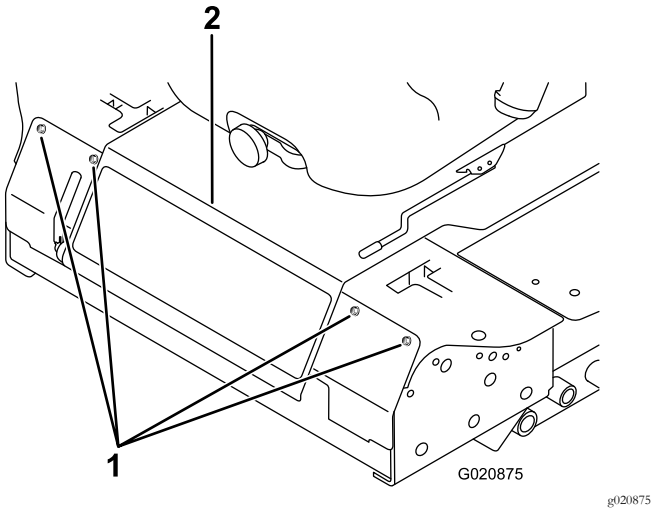

Figur 57
3. Fjern de bolte, der holder frontpanelet fast, og tag panelet af (Figur 57).